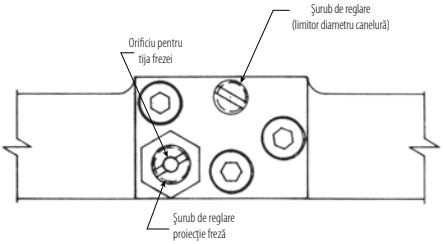

FIGURA 3
4. Introduceţi tija de diametru ⅛″ în orificiul posterior al arcului lamelar şi în şurubul gol de reglare a frezei aşa cum se arată. Cu ajutorul tijei scoateţi afară freza. Vezi figura 3 cu poziţia şurubului de reglare a frezei.
2. Cu ajutorul unei chei fixe de 9/16" slăbiţi contrapiuliţa şurubului de reglare al frezei. Vezi figura 3.